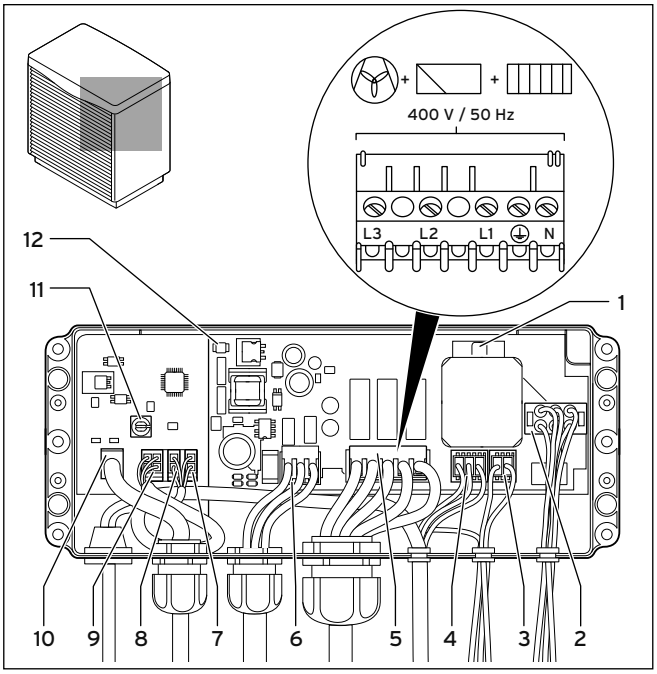

Abb. 7.4 Elektro-Schaltkasten Außeneinheit
- Schließen Sie für die Stromversorgung die Außeneinheit(en) über die Klemme (→ **Abb. 7.4, Pos. 5**) an je ein dreiphasiges 400-V-Drehstromnetz mit einem **Null- und einem Erdleiter** an.